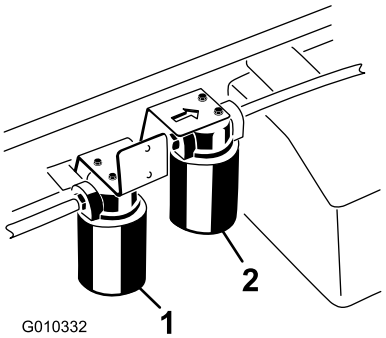

図 71
5. フィルタの下に廃油受けを置いてフィルタを外す図 71。
4. ハイフローフィルタを取り付けている周辺をウェスできれいにぬぐう図 71。